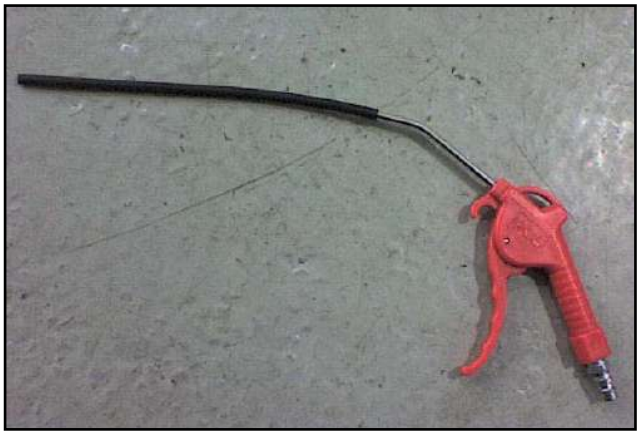

Figure 9
7. Attach an airline that has dry air, without oil to the battery vent tube (refer to Figure 9)